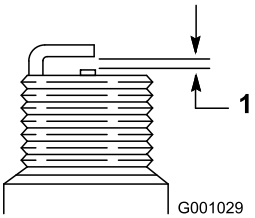

Figura23
4. Setaţi spaţiul dintre electrozi pe o nouă bujie la 0,76 mm (Figura23).